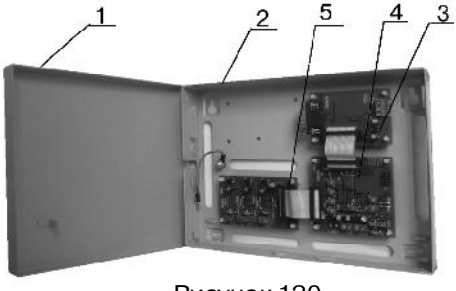

Рисунок 120
Конструкция БСИ-А предусматривает его размещение на стене. Основными элементами конструкции являются (рисунок 120): крышка(1), основание корпуса(2), плата центрального процессора(4), модуль преобразователя уровней (3), модуль расширения каналов (5). На плате центрального процессора расположены контактные колодки для подключения питания одного БЦ-А, разъемные соединения для подключения ПУ и МРК-А. Схема разметки прведена на рисунке 121.